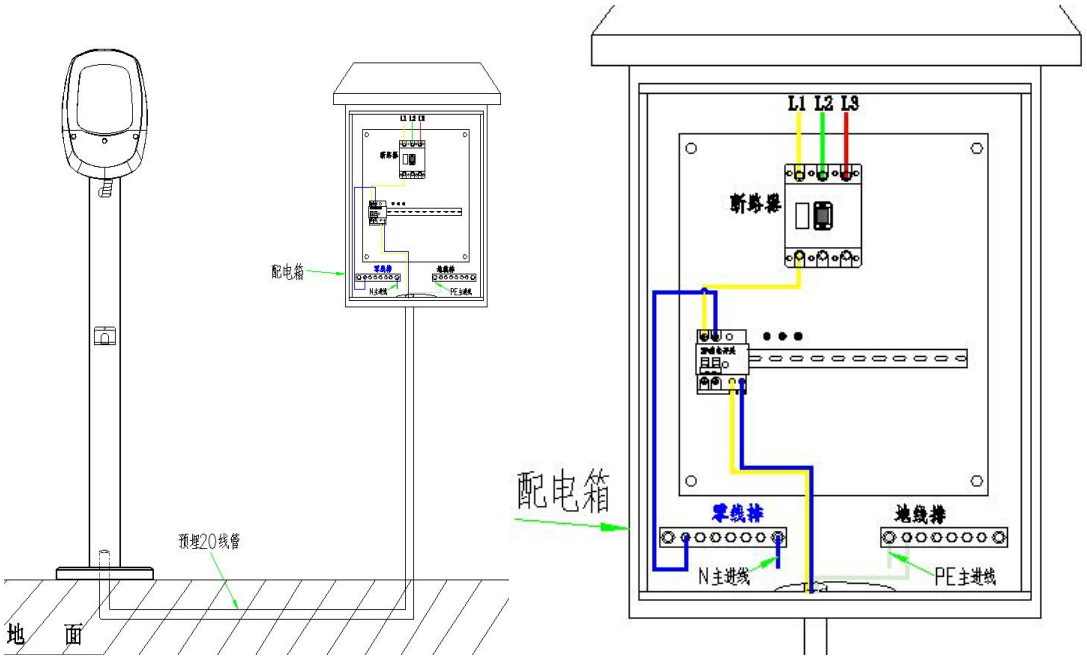

图 11
11、主线取电需从配电箱单相漏电开关接入（建议选用规格为 40A 的漏电开关），地线连接地线排，如图 11。